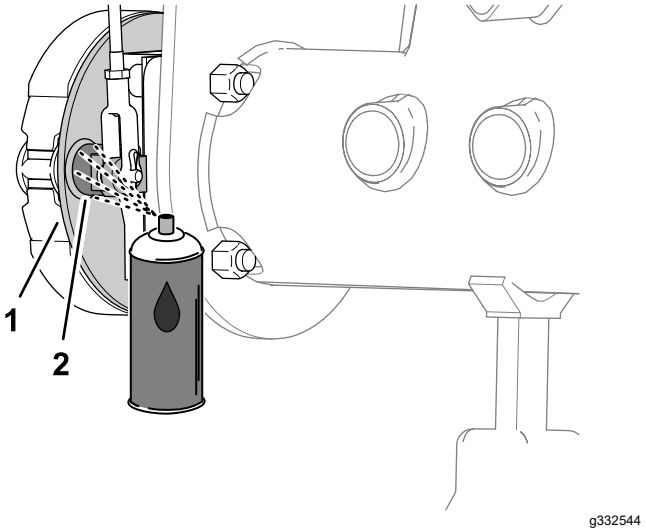
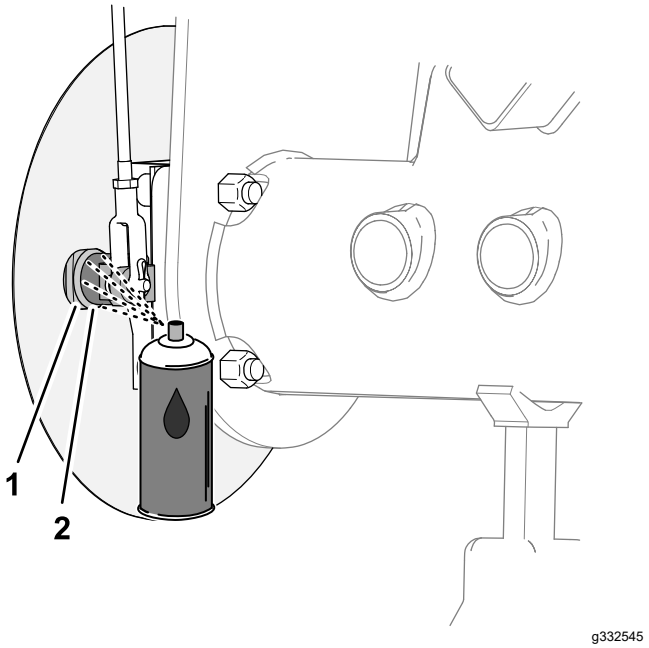

Figuur 68
Figuur 69
1. Spuit aan de binnenkant van de remsteunplaat (machines zonder het optionele grasscherm aan de velgen) of het wielscherm (machines met het optionele grasscherm aan de velgen) kruipolie tussen de as van de remnok en de steunplaat (Figuur 68 of Figuur 69).